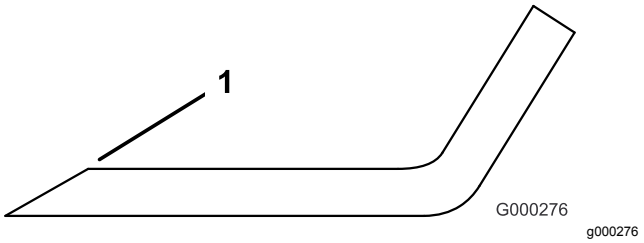

Figur 92
3. Undersøg alle skæreknivenes skær og slib skærene, hvis de er sløve eller hakkede (Figur 92).
Bemærk: Slib kun toppen af skæret, og bevar den oprindelige klippevinkel for at sikre skarpheden (Figur 92). Skærekniven bevarer balancen, hvis der fjernes samme mængde metal på begge skær.